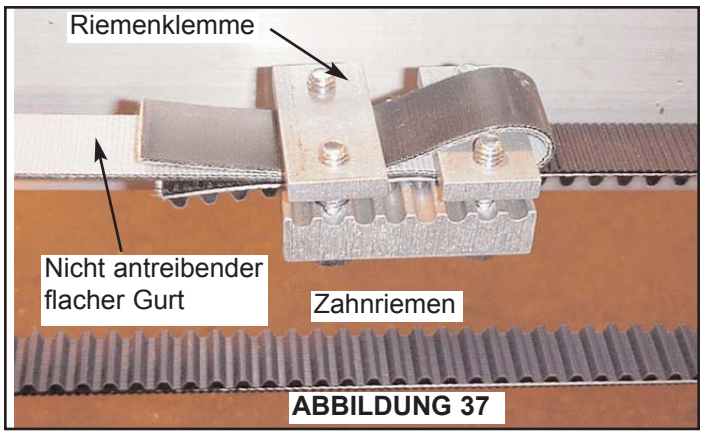

ABBILDUNG 37
2. Wenn der Riemen zu locker ist und schlüpft, diesen mit einer Ratsche festziehen. Nicht zu straff spannen, da dies einen frühzeitigen Verschleiß des Riemens zur Folge haben kann (siehe ***Abbildung 37***).